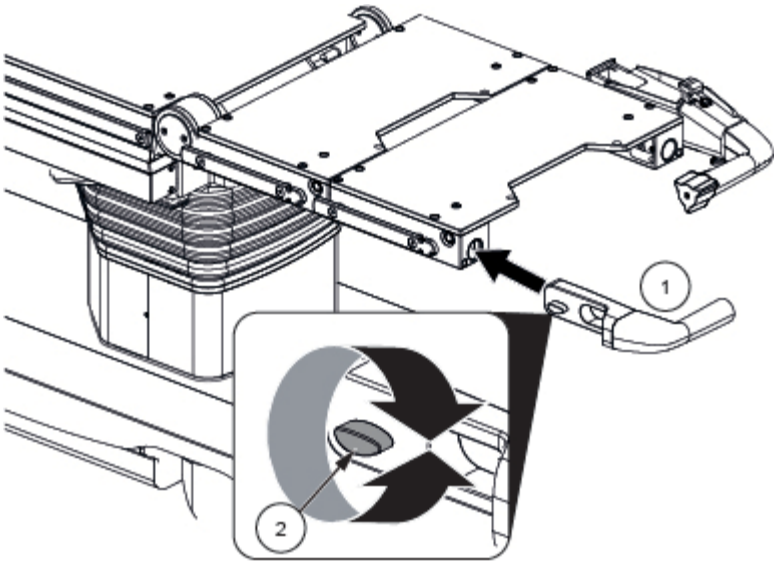

Figure 7-10. Installation de la poignée accessoire
1. Pousser la poignée d’accessoires (1) à fond dans le rail et s'assurer que la vis papillon (2) reste déverrouillée. Voir *Figure 7-10*.
2. Tourner la vis papillon (2) pour la serrer. Tirer la poignée de l'accessoire pour vérifier qu'elle est bien fixée. Voir *Figure 7-10*.
1. Tourner la vis papillon (2) pour la desserrer. Tirer la poignée d'accessoires pour la retirer. Voir *Figure 7-10*.